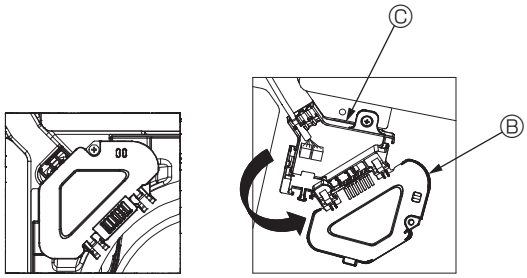

Fig. 7-5
③ Retirez la vis de fixation du couvercle de la boîte de raccordement, puis ouvrez le couvercle. (Fig. 7-5)
④ Placez le connecteur du fil de jonction dans la boîte de raccordement.
⑤ Installez le couvercle des fils et le couvercle de la boîte de raccordement.